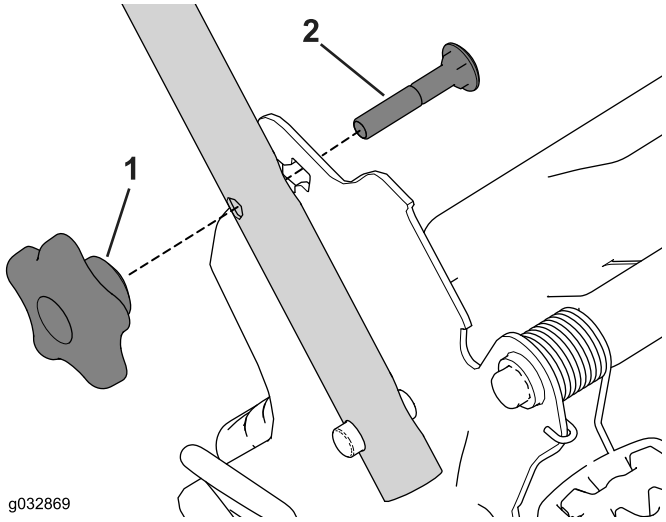

Figur 26
1. Fjern og gem de 2 håndtagsgreb og 2 bræddebolte fra håndtagsbeslagene (Figur 26).